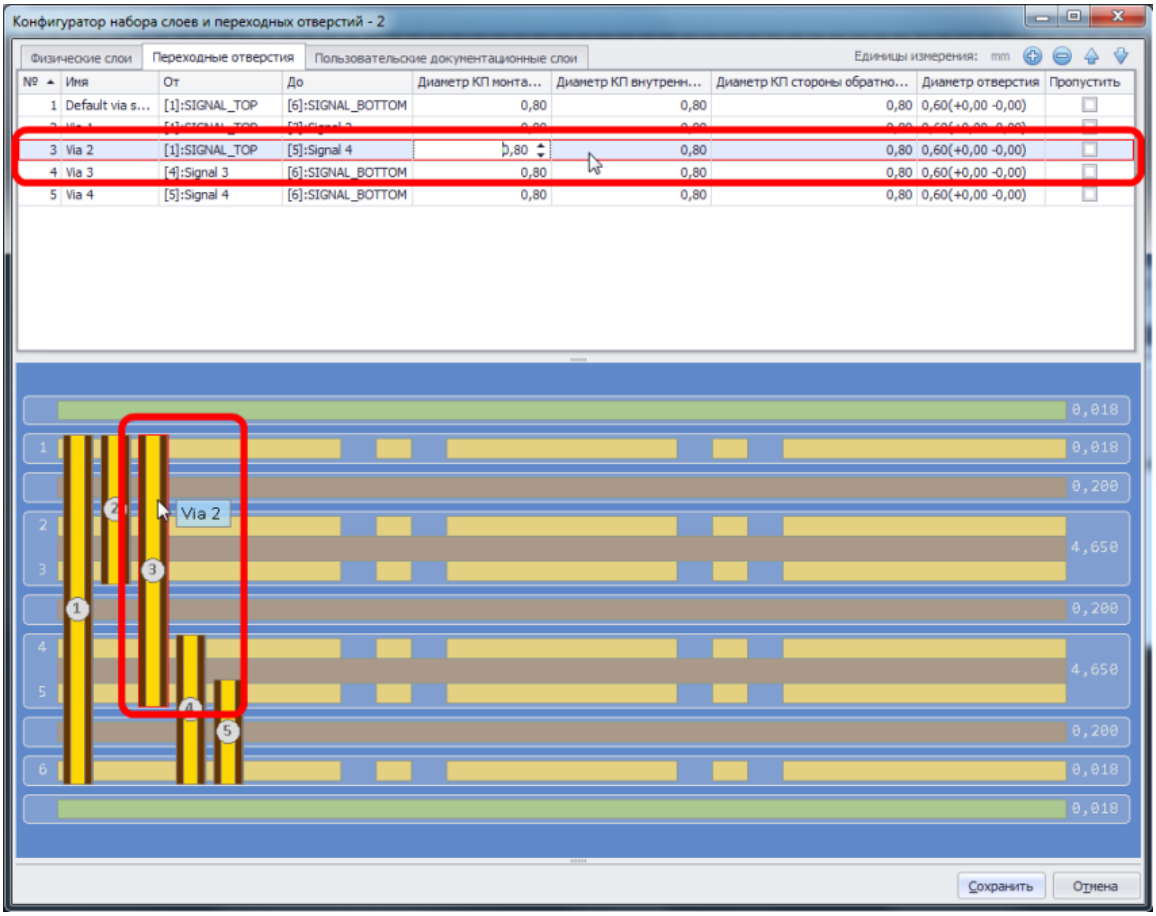

Рис. 675. Выбор типа переходного отверстия
2. В таблице или на схеме выбрать тип переходного отверстия, которое необходимо удалить, см. Рис. 675.